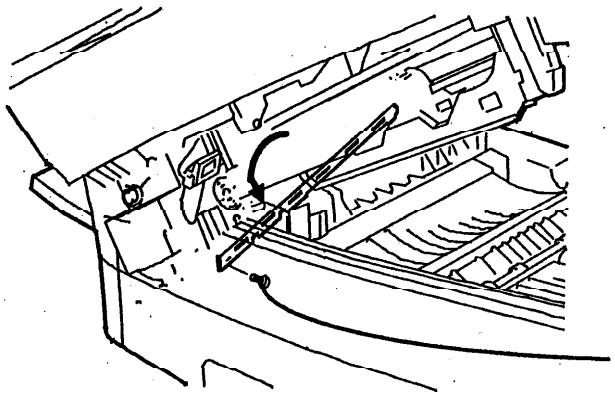

Рис. 1. Снятие лампы разрядки (DS2)
3. (Рис. 1): Снимите лампу разрядки (DS2).